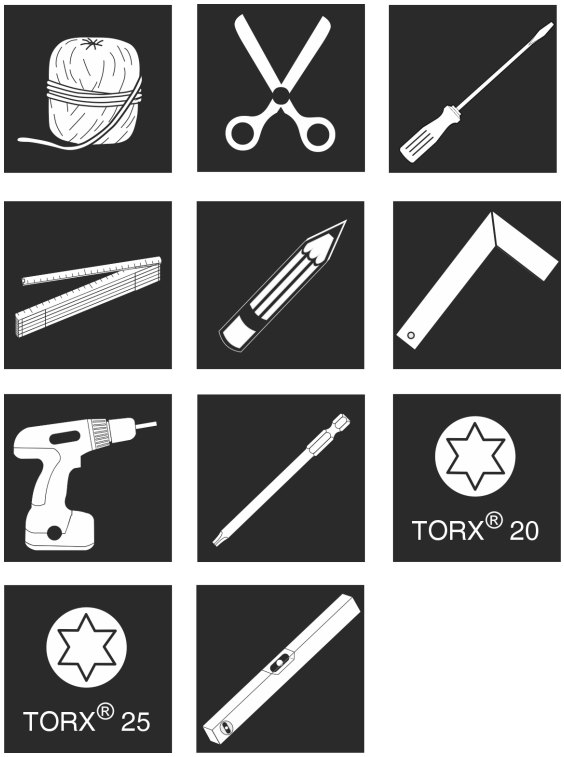

Fig. 9
1. Pregătiți sculele. *Fig. 9 ()*